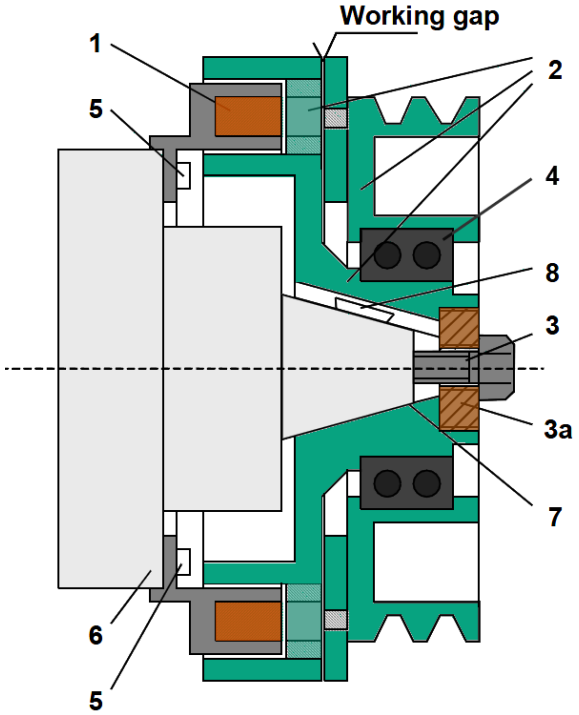

Figure 2: VUE EN COUPE DE L'EMBRAYAGE
2) Tout en retenant la partie hexagonale du rotor à l'aide d'une clé, desserrer et retirer la vis de montage M12 du rotor (3, Figure 2).
3) Visser l'outil d'extraction # 680888 au centre de la rondelle de contrainte (3a, Figure 2).
4) Extraire le rotor en vissant l'outil d'extraction (sens horaire). Grâce à la contrepression, le rotor va se détacher de l'extrémité d'arbre (7, Figure 2).
5) Desserrer les quatre vis de fixation M8 (5, Figure 2) de la bobine et retirer la bobine.